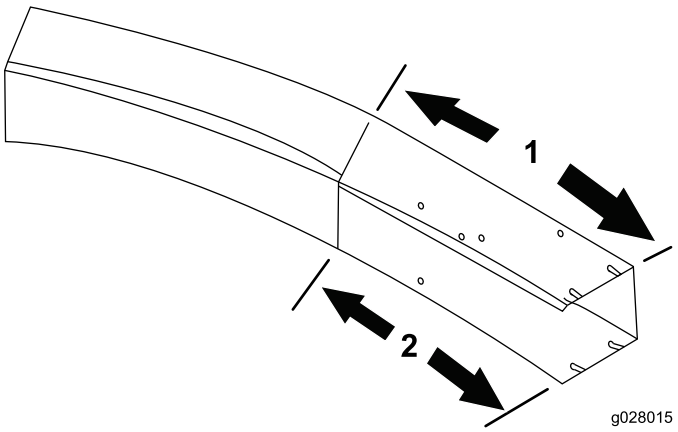

Figur 18
1. Använd måtten i Figur 18 och ett måttband till att markera utkastaren.